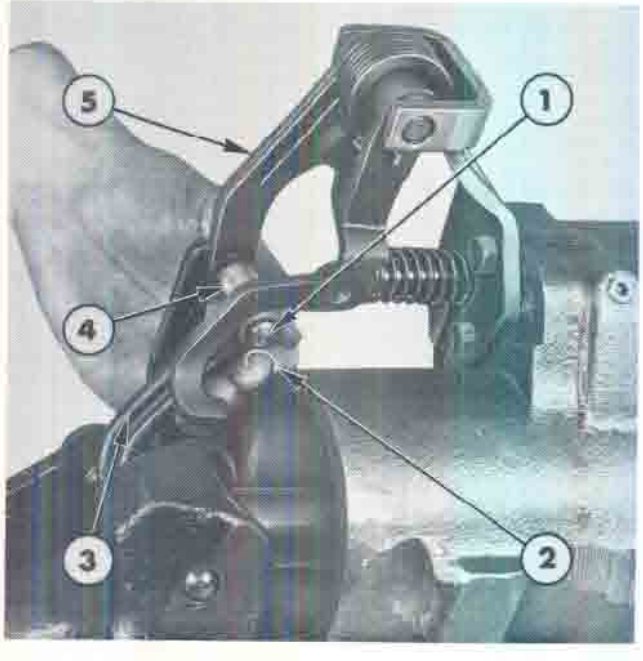

Figure 38
6. Remove the snap ring from the end of the draft lever to actuating lever pivot pin, Figure 38.